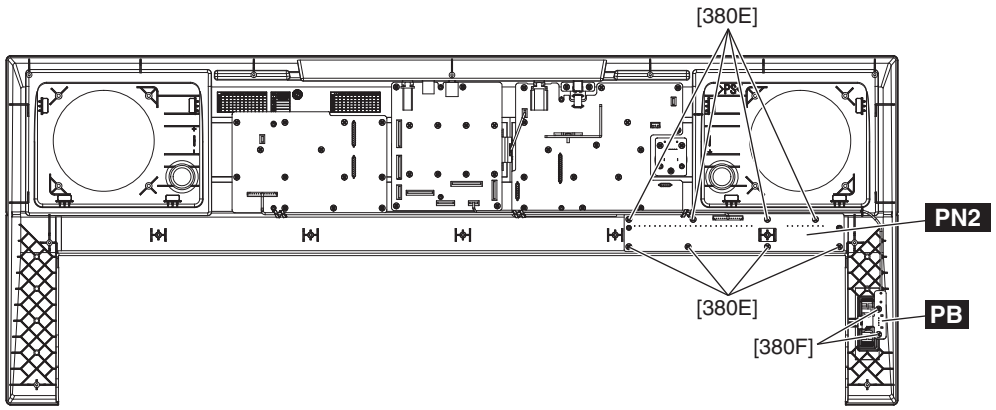

Fig.7
3. Remove the eight (8) screws marked [380E]. The PN2 circuit board can then be removed. (Fig.7)
2. Remove the two (2) screws marked [380F]. Then,while sliding outward the wheel assembly connected to the PB circuit board, pull the PB circuit board upward. (Fig.7)